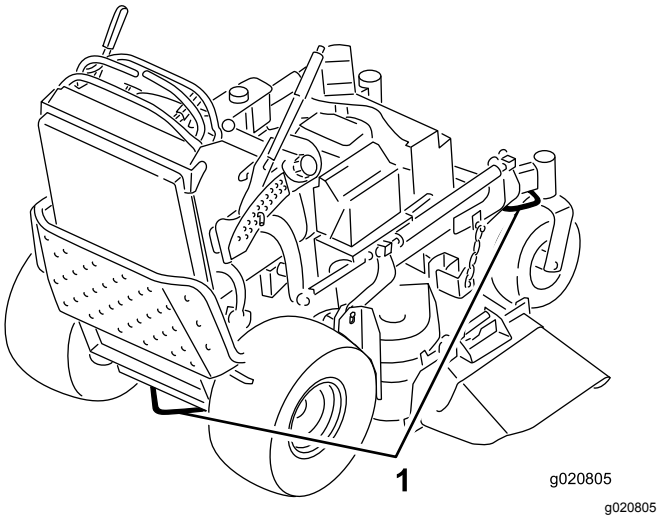

**Figuur 25**
6. Gebruik de metalen bindogen op de machine om de machine goed te bevestigen op de aanhangwagen of de vrachtwagen met banden, kettingen, kabels of touwen (Figuur 25).